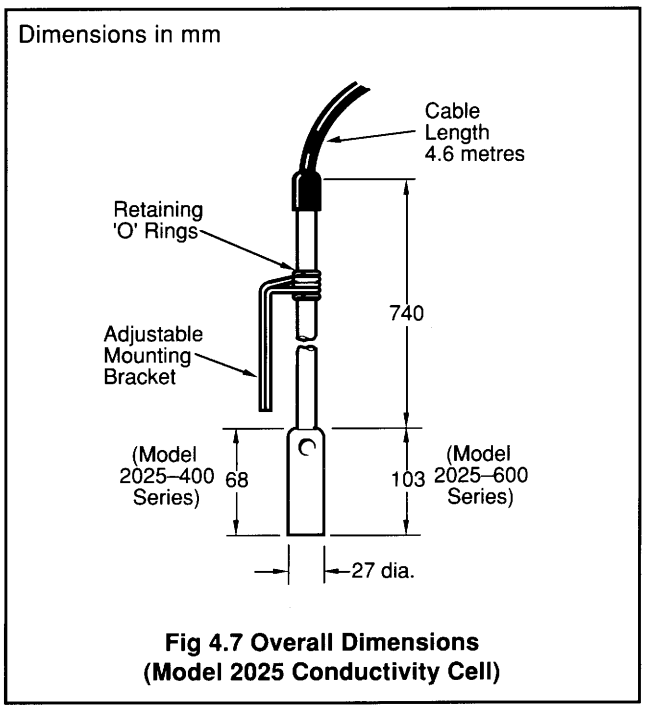

Fig 4.7 Overall Dimensions (Model 2025 Conductivity Cell)
4.5.1 Dip-type Cell (Model 2025) – Figs. 4.7 and 4.8
With reference to Fig. 4.7: